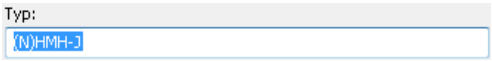

Bild 36.61 – Beim Kopieren von Kabeltypen muss ein neuer Typ definiert werden.
- Einzige Voraussetzung für eine erfolgreiche Kopie ist die Angabe eines neuen *Typs*. Dieser darf nirgends in der Stammliste vergeben sein (Abb. 36.61).